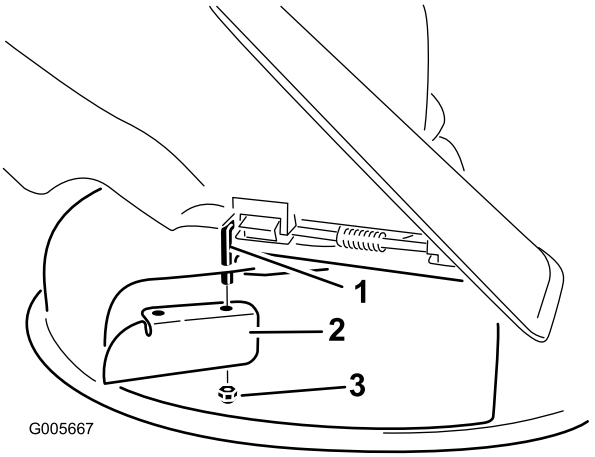

Figur 27
7. Monter græsafskærmningen på den frilagte drejestang (Figur 27).
3. Afmonter græsafskærmningen fra plæneklipperskjoldet (Figur 27).